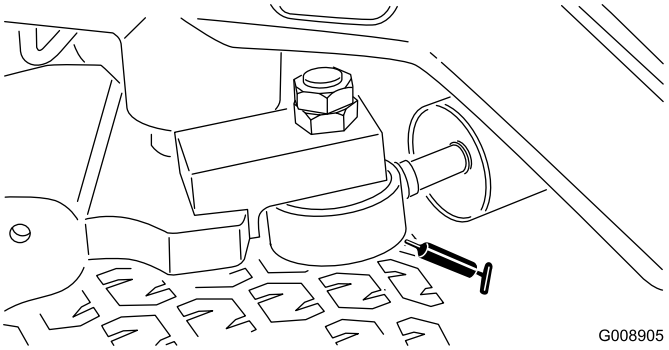

Figur 42
**Obs:** Ytterligare en smörjnippel kan monteras i styrcylinderns andra ände, om så önskas. Ta av däcket, montera nippeln, smörj nippeln, ta loss nippeln och fäst pluggen (Figur 42).